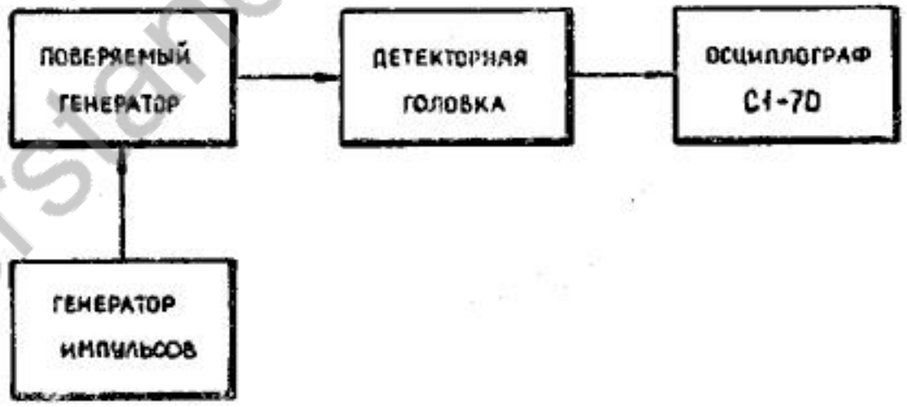

Рис. 22. Схема поверки изменения опорного уровня мощности при включении модуляции
12. 4. 8. Определение изменения опорного уровня выходной мощности при включении модуляции производите на одной (средней) частоте каждого поддиапазона по схеме, приведенной на рис. 22.